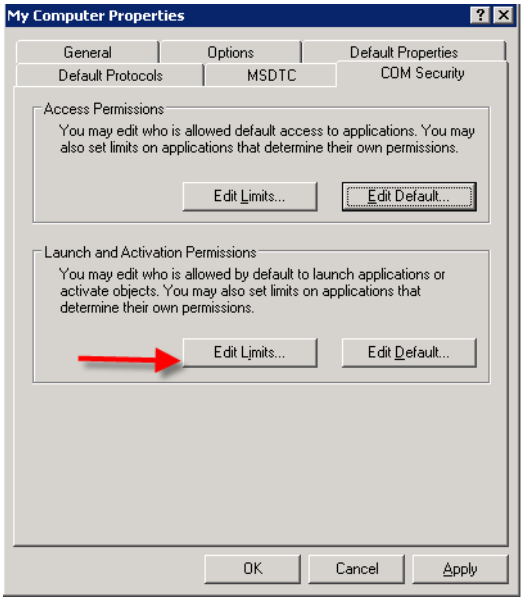

Figure 2-27 Com Security, Edit Limits
4. Select the **COM Security** tab, then the **Edit Limits** button under *Launch and Activation Permissions*, as shown below in figure 2-27.